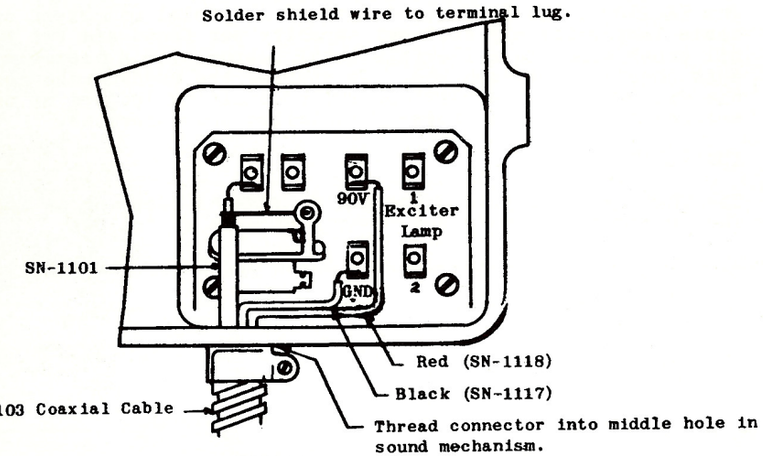

FIGURE 3
C. Install and connect in each sound mechanism per Figure 3 and the system wiring diagram.